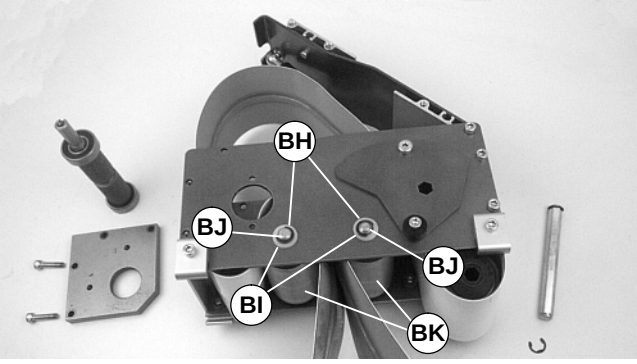

Abbildung 44
- Bei 44 mm, 70 mm oder 95 mm breiten Förderern den Sprengring (BH siehe Abbildung 44) abnehmen. Unterlegscheiben entfernen (BI). Umlenkwelle (BJ) und Umlenkspindel abnehmen (BK).